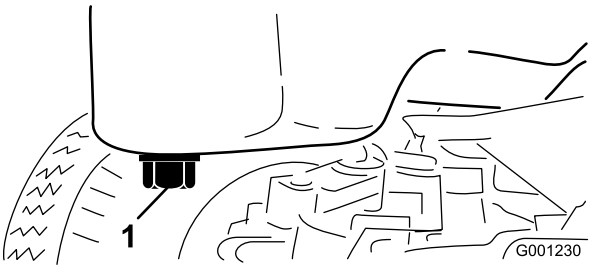

Figur 49
3. Sett tappefatet under tappepluggen på bunnpannen (Figur 49).